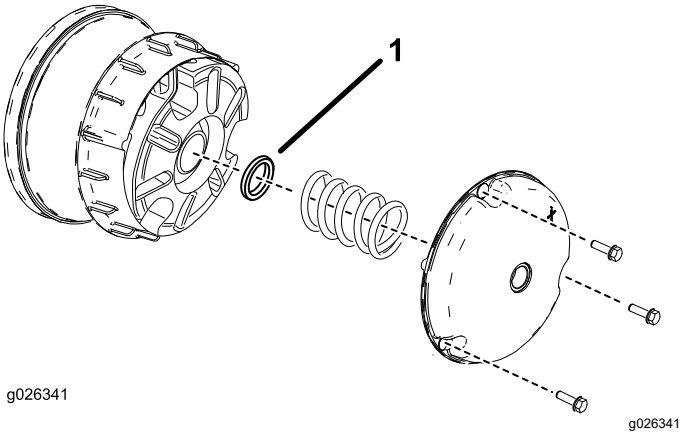

Figur 64
2. Afmonter boltene, der fastgør primærkoblings-dækslet som vist i Figur 64.